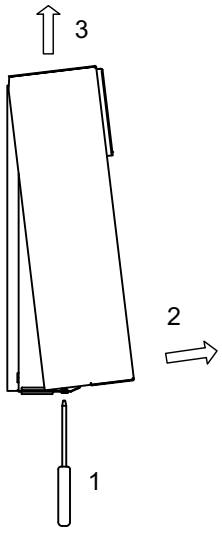

Abb. 3.2:Apertura del coperchio
- Aprire il coperchio del regolatore (Fig. 3.2 a pag. 4).